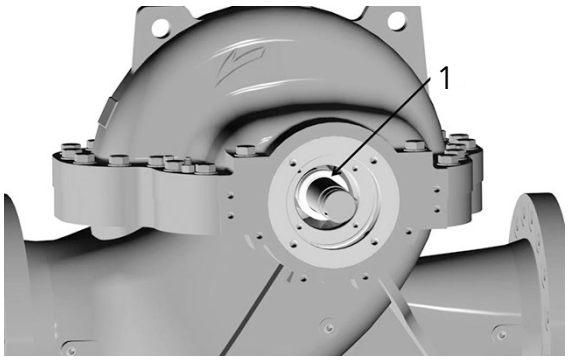

Figure 29: Mechanical seal placement on outboard (opposite of coupling) end of shaft
1. Press the stationary mechanical seal seat with O-ring into the seal end cover until it bottoms out against the bore. Lightly lubricate the bore to ease assembly. (see Figure 29)